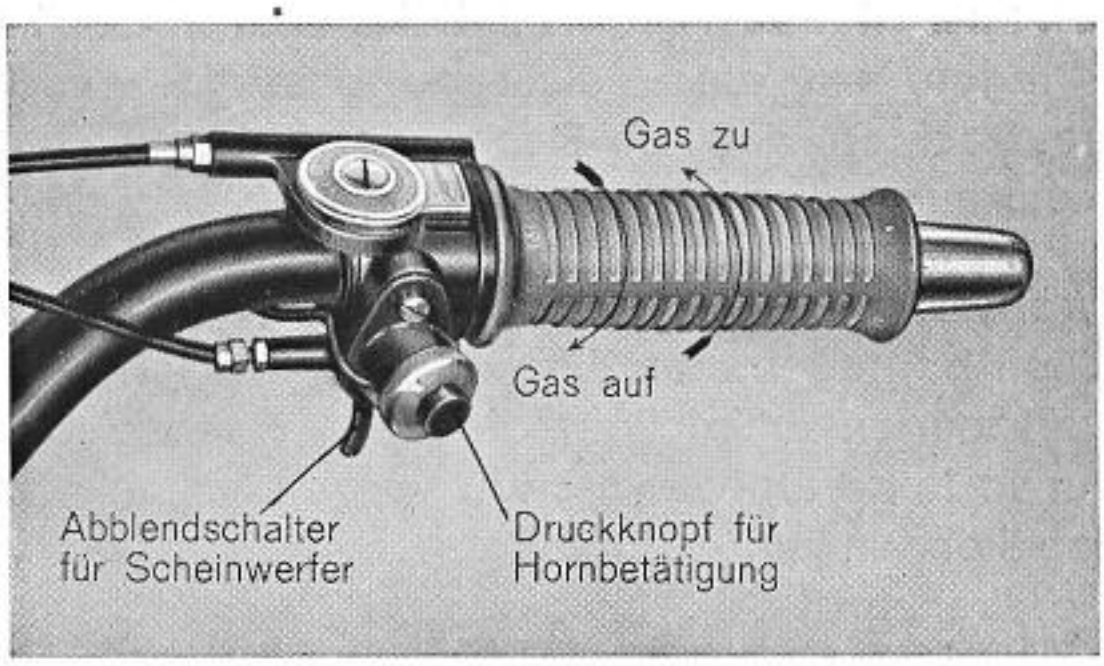

Abb. 33 Drehgriff für Tourenmaschine
a) Drehgriff der Tourenmaschine: Der Drehgriff, der durch Bowdenkabel den Gasschieber betätigt, öffnet durch Linksdrehung, also nach rückwärts und schließt durch Rechtsdrehung — nach vorwärts (Abb. 33). Beim Leerlauf wird der Drehgriff nur etwas geöffnet, so daß der Motor gut anspringt und ruhig weiterläuft. Erst wenn der Motor kurze Zeit —